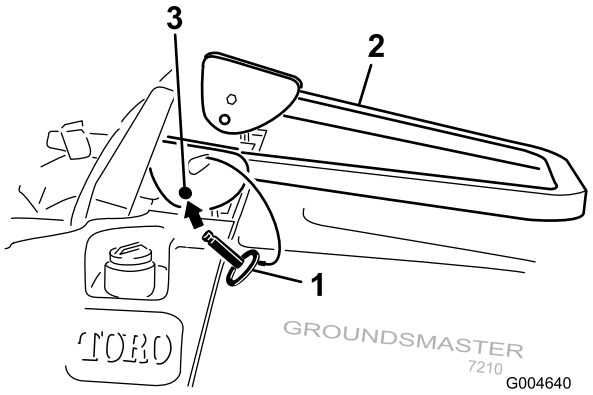

**Figur 11**
2. Sænk styrtbøjlen til sænket position (Figur 11).